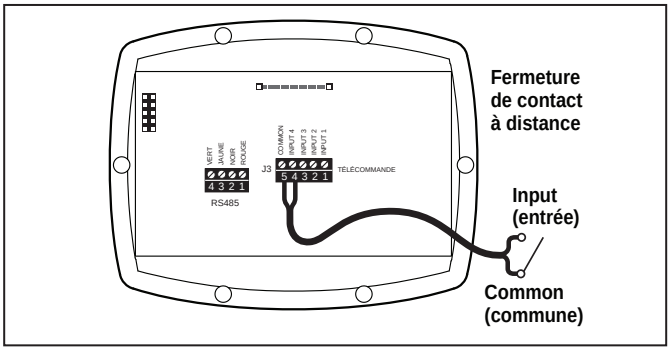

Figure 5. Raccordement aux contacts à distance
2. Raccorder un côté de la fermeture du contact à distance à la borne COMMON (commune) sur le connecteur J3 REMOTE CONTROL (télécommande j3) du régulateur. Voir la Figure 5.